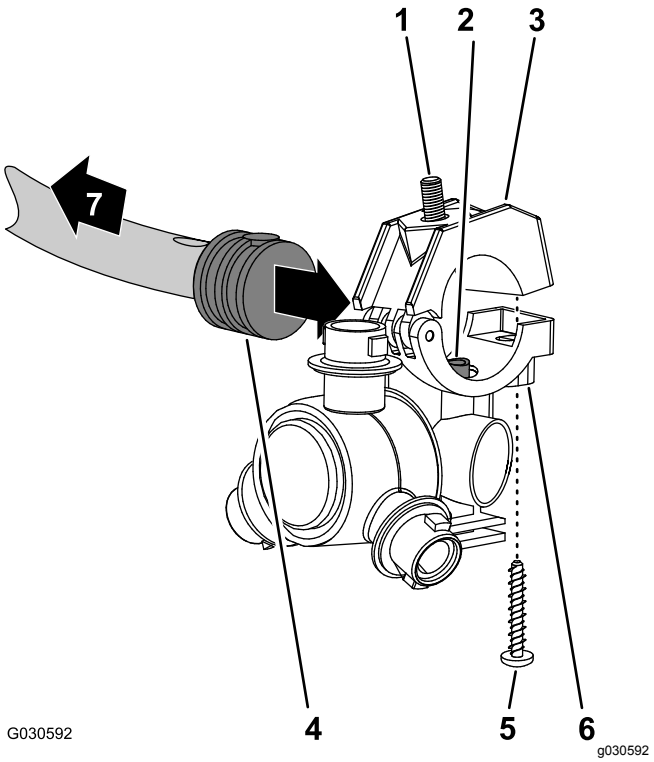
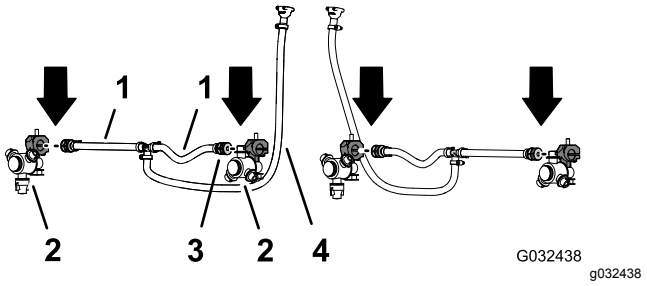

**Figur 79**
**Figur 80**
2. Under arbejdet med de to sprøjtedyser fra GeoLink-finishingsættet til sprøjtesystem afmonteres den rustfri stålskrue, der fastgør den øverste klemmehalvdel til sadlen (Figur 79).
3. Find hullet i siden af det enkelte modhageslangeskaft for enden af slangen (25 cm) til slangeenheden (sprøjteventil 5 eller 6) ved midterbomsektionen (Figur 79 og Figur 80).
4. Juster overførselsrøret i sadlen til en sprøjtedyse (Figur 79), så det passer med hullet i siden af enkelt modhage-slangeskaftet (1/2 tomme).
5. Luk den øvre klemmehalvdel omkring modhage-slangeskaftet, og fastgør klemmehalvdelen og sprøjtedyseenheden (Figur 79) med den rustfrie stålskrue (nr. 12 x 1-1/4 tomme); tilspænd den rustfrie stålskrue til et moment på 14 til 18 N·m.
6. Med sprøjtedysen, sekskantbolten og den rustfri stålskrue, som du afmonterede i trin 1 og 2 i Afmontering af sprøjtedyserne (side 31), gentages trin 3 til 5 på enkelt modhager-slangeskaftet (Figur 79 og Figur 80) ved enden af den anden slange 25 cm.
7. Med de 2 sprøjtedyser, som du afmonterede i trin 4 i Afmontering af sprøjtedyserne (side 31), gentages trin 3 til 5 for de enkelte modhageslangeskafter til den anden slangeenhed (sprøjteventil 5 eller 6) for midterbomsektionen (Figur 79 og Figur 80).